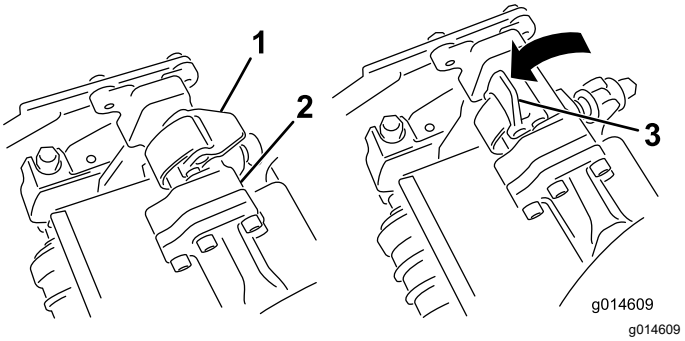
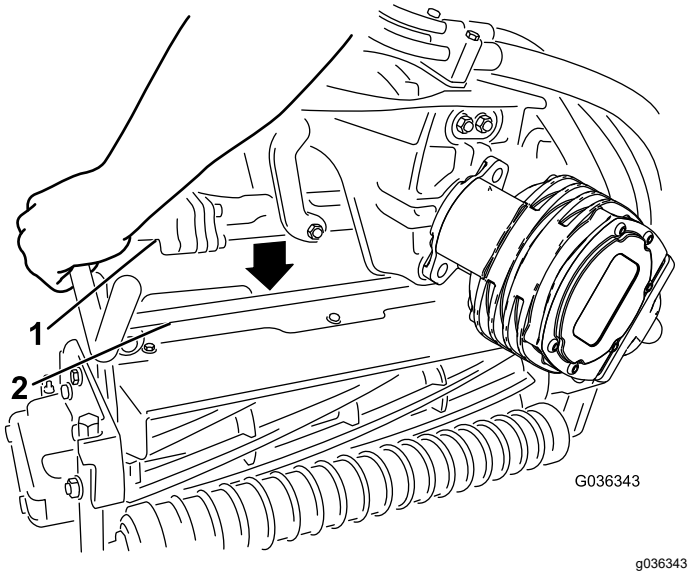

Figur 68
Figur 69
3. Öppna spärrarna på upphängningsarmstången (Figur 68) och tryck ned upphängningsarmen så att stången passar över klippenhetens båda lyftarmar, och se till så att spärrarna går under klippenhetens tvärslå (Figur 69).
4. Fäll spärrarna nedåt och runt klippenhetsstången och lås dem på plats (Figur 68).
6. Öppna spärrarna på upphängningsarmstången på den klippenhet som du tar bort (Figur 68).